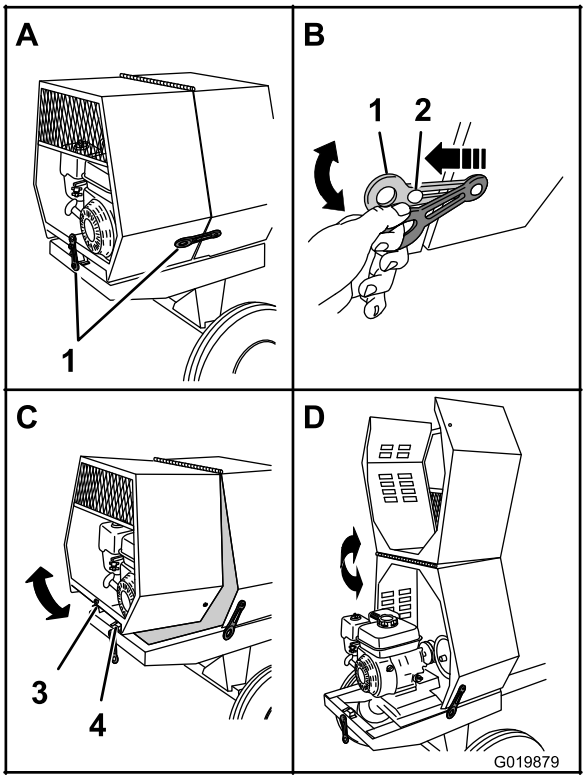

Figure 30
1. At the side of the machine where the front cowl and rear cowl meet, grasp the ring of the latch and pull it off from the latch anchor on the rear cowl (Figure 30).
3. At the back of the machine where the rear cowl meets the frame of the machine, grasp the ring of the latch and pull it off from the latch anchor on the cowl (Figure 30).
4. Rotate the rear cowl up and forward until it is fully positioned on top of the front cowl (Figure 30).
1. Rotate the rear cowl rearward and down until the receiver at the bottom center of the cowl is aligned with the V-fitting and flush on the frame of the machine (Figure 30).
4. Repeat step 3 on the opposite side of the machine (Figure 30).